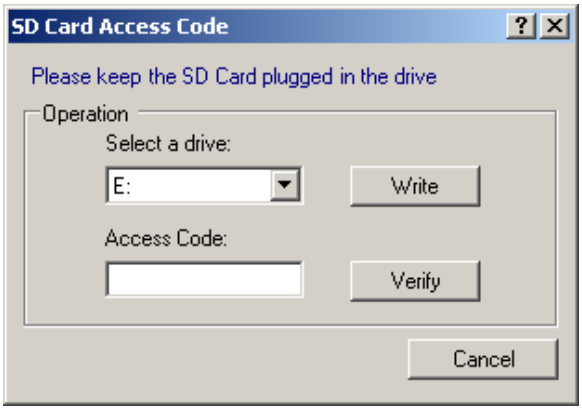

Figure 2-46 SD Card Dialog Screen
4. Select **Utility/SD Card Access Code**. TapTalk will display the SD Card dialog screen (Figure 2-46).